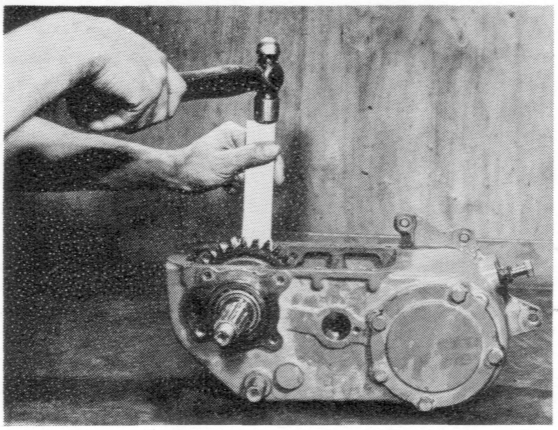
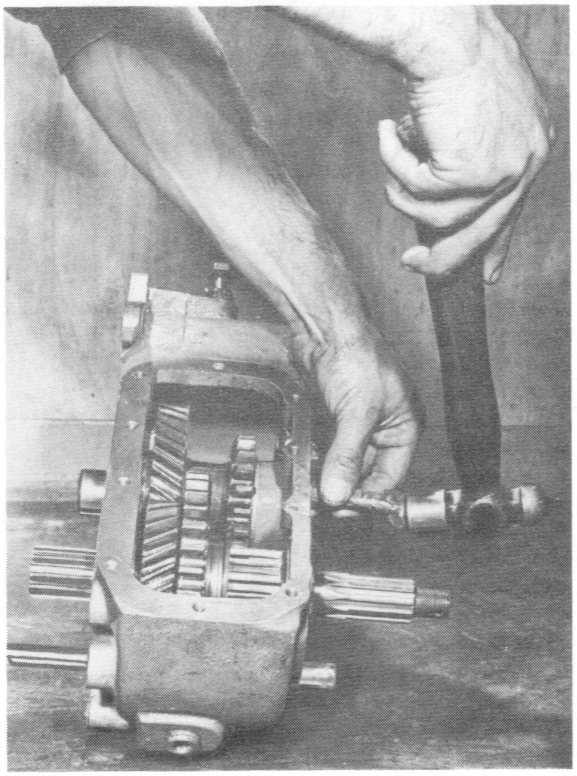

Fig. K-16 — Cunha para desmontagem da pista do rolamento.
Fig. K-17 — Desmontagem da pista do rolamento.
i) Utilize um maço de plástico para bater contra o extremo dianteiro do eixo de saída a fim de sacar o casquilho do rolamento traseiro da caixa. Utilize a ferramenta especial, como se ilustra na fig. K-16, para remover com uma cunha o conjunto do rolamento dianteiro e sacá-lo do seu assentamento sobre o eixo. Coloque a ferramenta especial, fig. K-17, sobre o eixo de saída, entre o rolamento dianteiro e a engrenagem do eixo de saída. Com um maço bata contra o extremo traseiro do eixo de saída para sacar da caixa a pista do rolamento dianteiro. Afrouxe a anilha elástica e deslize-a para diante sobre o eixo. Saque o eixo através da parte traseira da caixa. Ao extrair o eixo as engrenagens, a anilha elástica e a anilha de tôpo permanecerão na caixa e podem ser sacados a partir do fundo. Retire do eixo o conjunto do rolamento traseiro, batendo o extremo do eixo levemente contra um bloco de madeira.